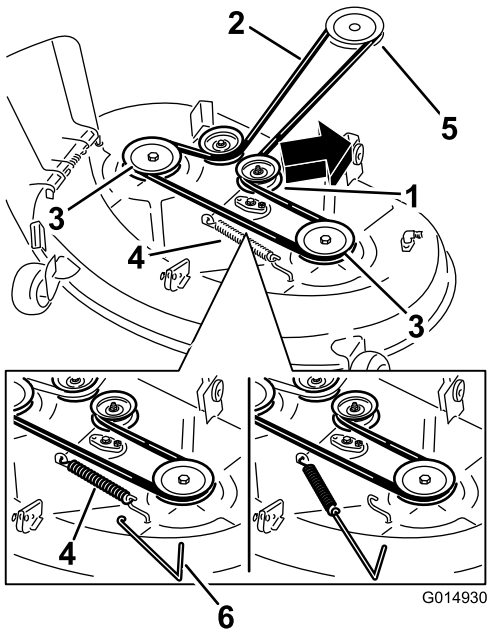
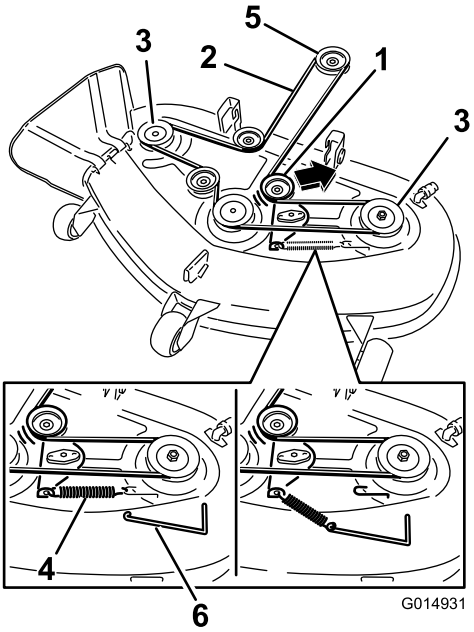

Figuur 67
Figuur 68
4. Gebruik een veerverwijderaar (Toro onderdeelnummer 92-5771), verwijder de spanpoelieveer van de maaidekhaak om de spanning op de spanpoelie te verwijderen en rol de riem van de poelies (Figuur 67 en Figuur 68).
5. Leg de nieuwe riem rond de motorpoelie en de poelies van het maaidek (Figuur 68).
6. Gebruik een veerverwijderaar (Toro onderdeelnummer 92-5771) en plaats de spanpoelieveer terug op de maaidekhaak om spanning op de spanpoelie en riem te zetten (Figuur 67 en Figuur 68).